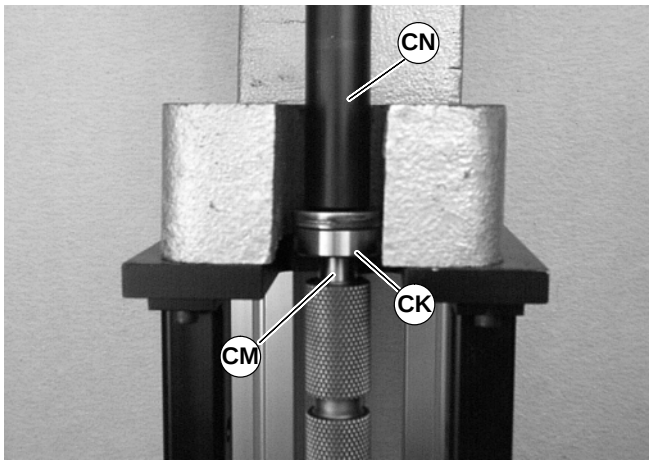

Abbildung 52
3. Die Werkzeughülse (Teilnr. 450282) (CN siehe Abbildung 52) über die Antriebswelle schieben (CM).